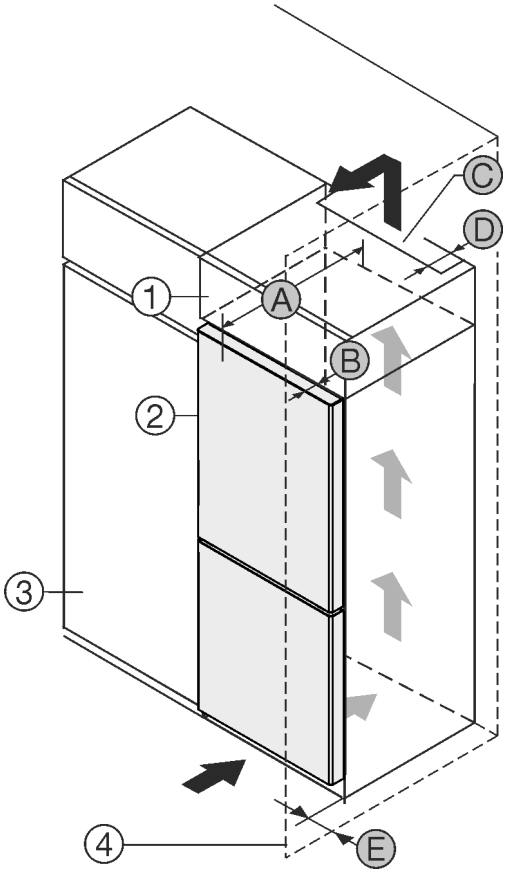

Fig. 1
Plasser enheten rett ved siden av kjøkkenskapet *Fig. 1 (3)*.
På baksiden av skapmodulen over enheten må det installeres en ventilasjonskanal med dybden *Fig. 1 (D)* over hele skapmodulens bredde.
Ventilasjonstverrsnittet *Fig. 1 (C)* under taket i rommet må overholdes.
Hvis enheten plasseres med hengslene mot en vegg *Fig. 1 (4)*, må avstanden mellom enheten og veggen være minst 13 mm.
Hvis enheten plasseres med hengslene mot en vegg *Fig. 1 (4)*, må avstanden mellom enheten og veggen være minst 20 mm.
For å kunne åpne dørene helt må enheten rage dørdybden *Fig. 1 (B)* lenger ut enn fronten på kjøkkenskapene. Avhengig av kjøkkenskapenes *Fig. 1 (3)* dybde og bruk av veggavstandsstykker kan enheten rage enda lengre ut.